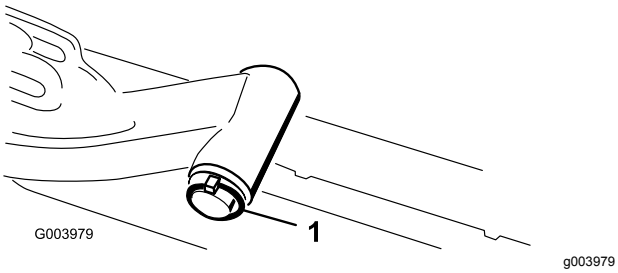

Figur 12
A. Fjern ringstiften og skiven som fester løftearmens dreieaksel til løftearmen, og skyv løftearmens dreieaksel ut av løftearmen (Figur 12).
C. Før inn løftearmsakselen i løftearmen og fest den med skiven og lynsjepinnen (Figur 12).